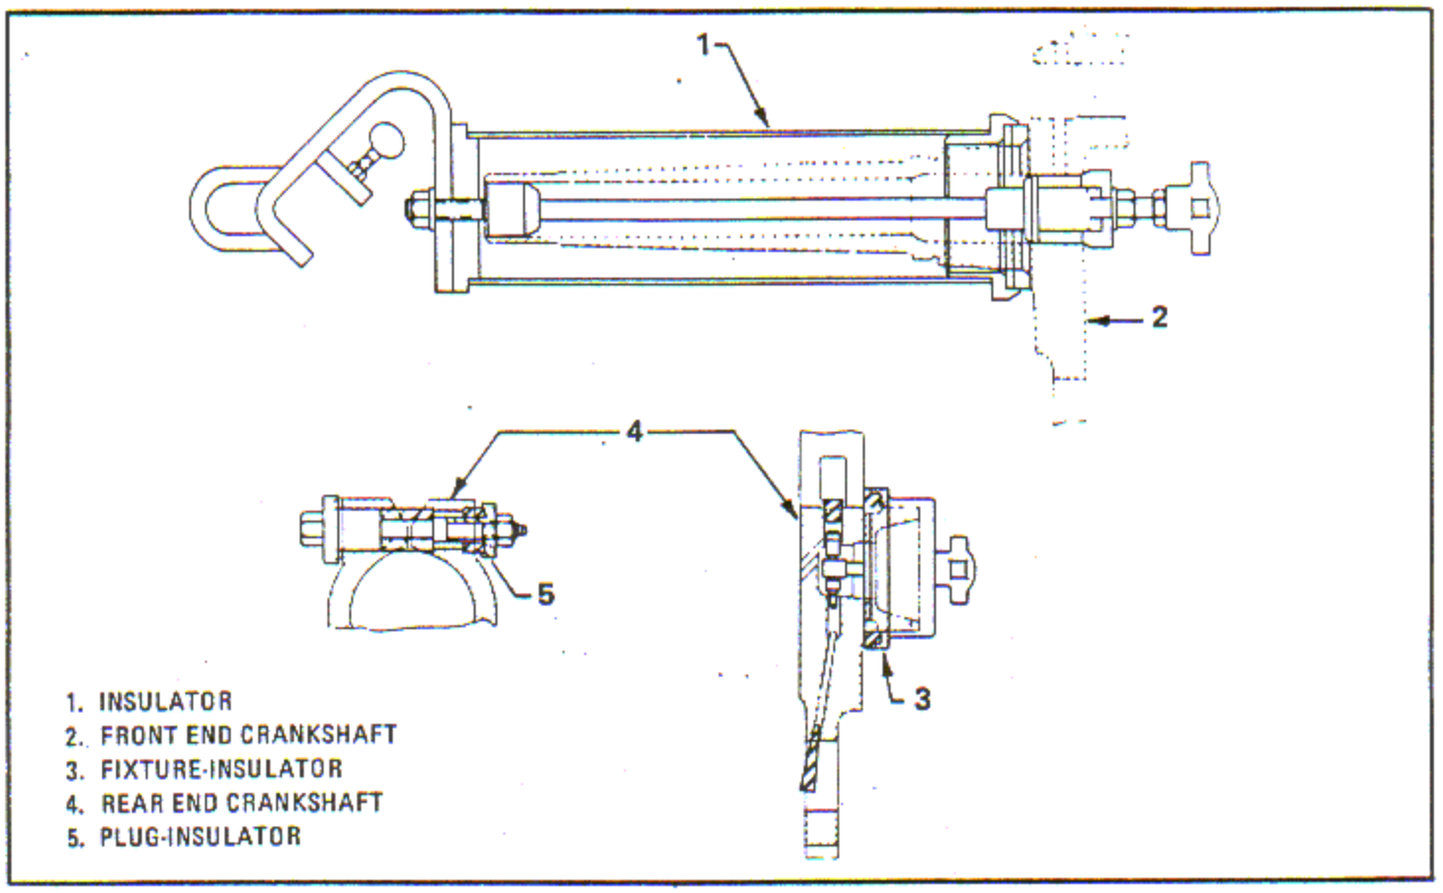

Figure 6-267. Insulating Crankshaft for Bronze Plating Stripping
a. Install insulator (1, figure 6-267) using draw bar on the crankshaft front extension which is to remain plated.
b. Attach plug insulator (5) and fixture insulator (3) to the rear crankshaft (4) as shown, and apply Stop-Off lacquer (Fidelity Chemical Products Corp., Newark, N.J.) to the required areas.